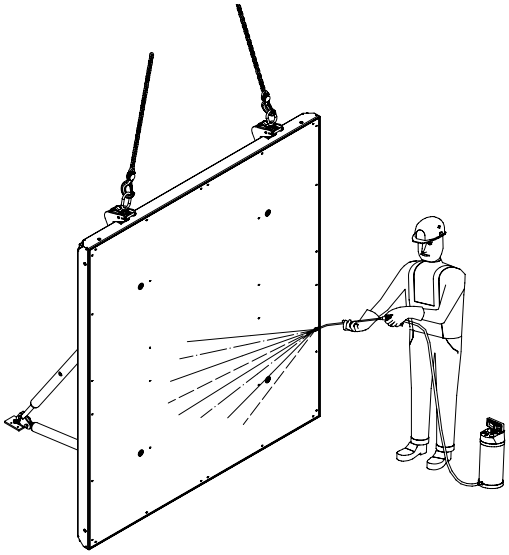

Fig. A2.01
4. Avant chaque utilisation, vaporiser PERI Bio Clean sur les éléments et, tout de suite après le bétonnage, nettoyer à l'eau la face arrière du coffrage. (Fig. A2.01)